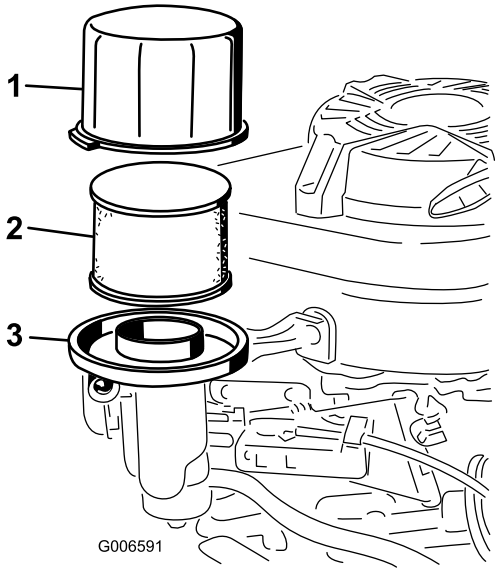

Figur 28
3. Fjern dækslet, og rengør det grundigt (Figur 28).
4. Fjern skumforfilter og papirfilter (Figur 28).
5. Fjern skumforfilteret fra papirfilteret (Figur 28), og udskift papirfilteret, hvis det er meget snavset.
6. Tip maskinen med luftfilteret opad, så olien løber ned i aftapningskarret (Figur 28).